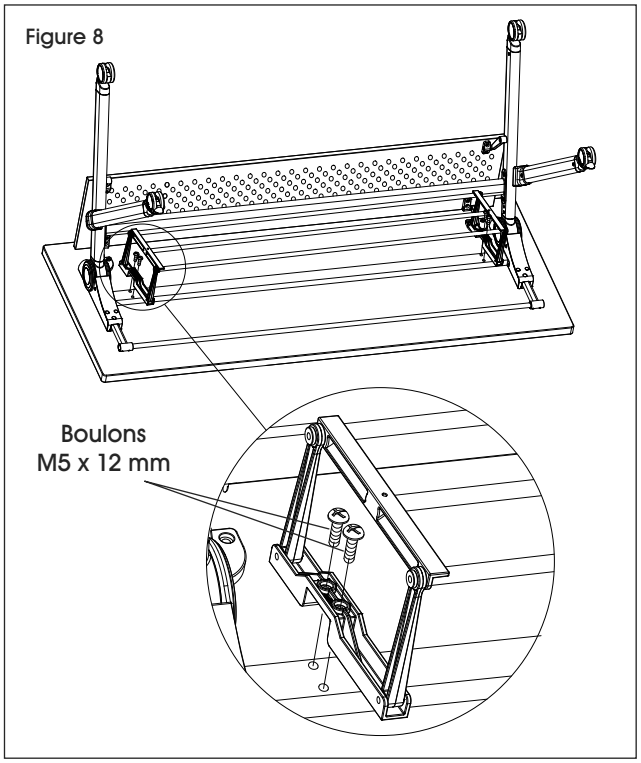

Figure 8
10. Fixez la longue charnière de panneau en plastique (8) et le petit support de panneau en plastique restants sur le côté opposé du panneau cache-jambes (2).
12. Fixez la tablette (16) à la barre transversale carrée en métal (4) à l'aide de quatre boulons M5 x 12 mm (13). Serrez le tout en vous servant du tournevis cruciforme. (Voir Figure 8)